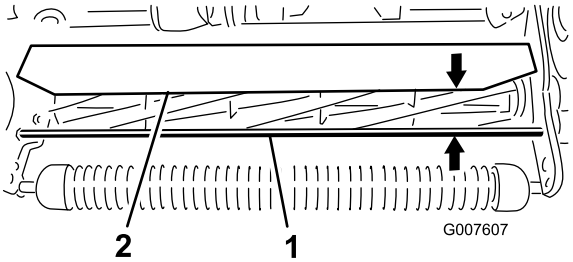

Figuur 52
1. Meet de afstand van de bovenkant van de voorste steunstang tot de voorste lip van het scherm aan beide uiteinden van het maaidek (Figuur 52).